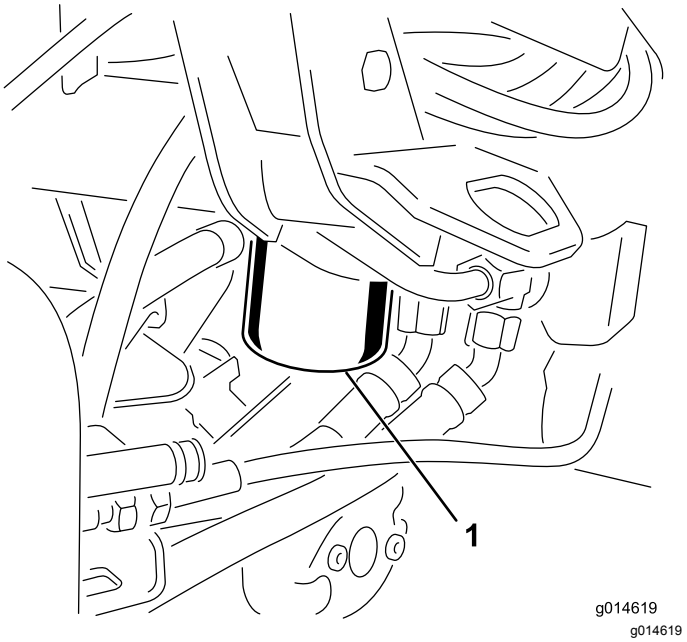

Figura 43
1. Limpie la zona de montaje del filtro (Figura 43). Coloque un recipiente debajo del filtro y retire el filtro.